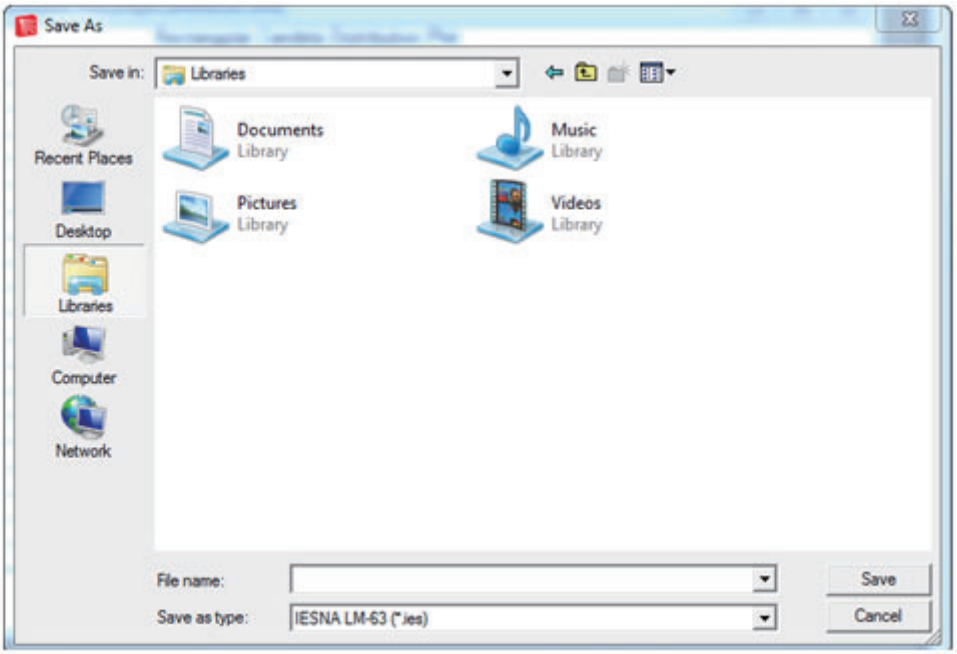

FIGURE 6.25 - Save As dialog for candela plots with IESNA type selected.
図 6.25 は、「名前を付けて保存」を選択したときに表示されるダイアログを示しています。ファイルの種類には、テキスト (.txt)、IESNA LM-63(.ies)、Eulumdat(.ldt)、ビットマップ (.bmp) の 4 つのオプションがあります。テキストファイルオプションはデータをテキストファイルに保存します。ビットマップオプションはプロットのビットマップスクリーンショットを保存します。IESNA および Eulumdat オプションは、データを保存するためのいくつかのオプションを提供します。以下の段落で、これらのオプションについて説明し、示します。
- **チェックボックス :** このボックスをチェックすると、Eulumdat (*.ldt) ファイルタイプが選択されたときに、このダイアログが開きます。ボックスがチェックされていない場合、このダイアログは自動的に開かず、図 6.25 に示すように「ファイルデフォルトの変更」ボタンをクリックして手動で開くことができます。